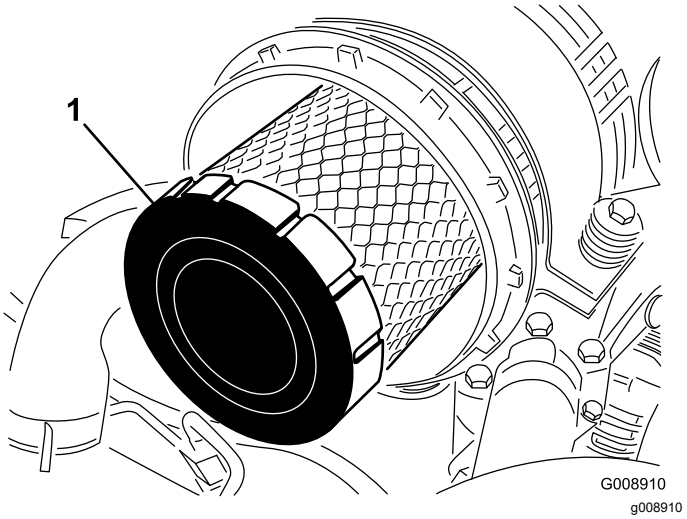

Figur 91
4. Ta bort huvudfiltret (Figur 91).